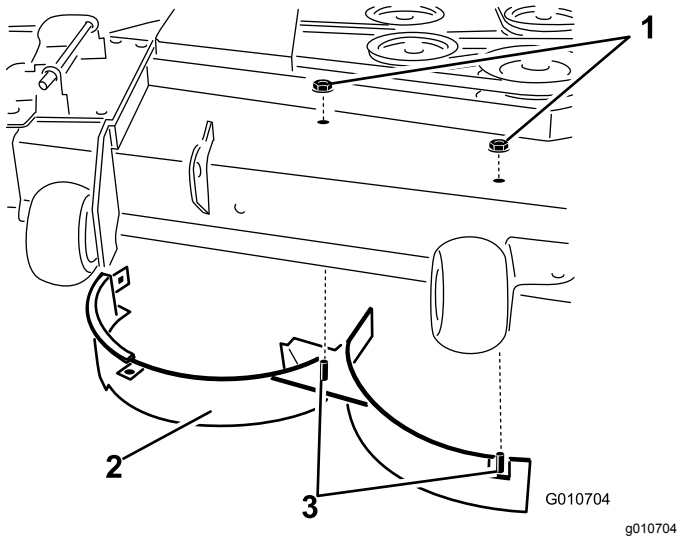

Rysunek 14
8. Odkręć 2 nakrętki zabezpieczające (5/16 cala) znajdujące się na środkowej i prawej pozycji na kołkach prawej przegrody u góry podwozia kosiarki (Rysunek 14).